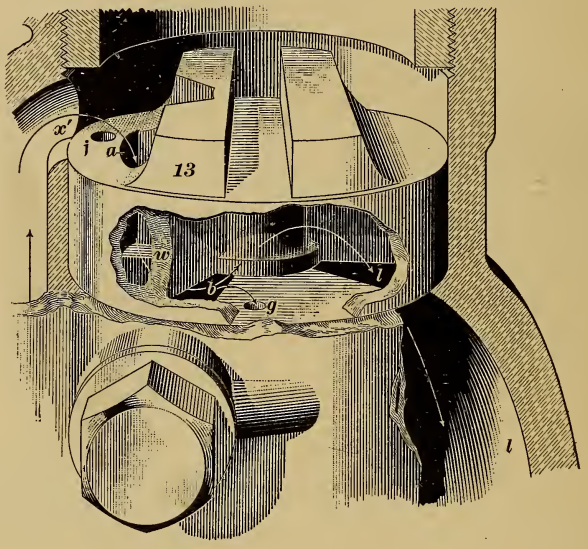
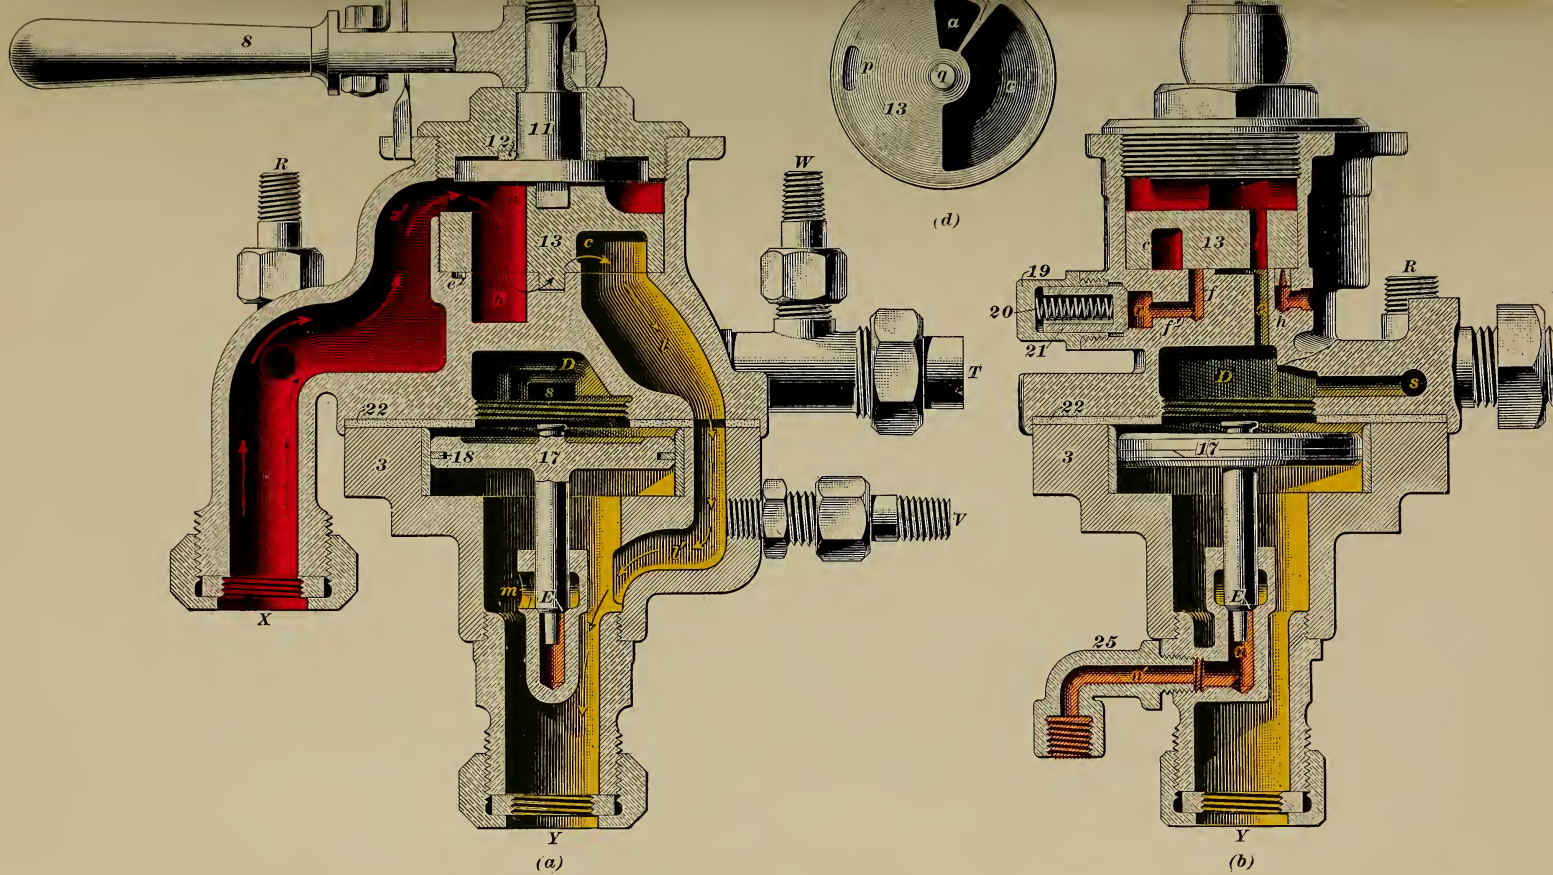

FIG. 15.
FIG. 14.
74. Description.—The **D-8 brake valve** is shown in Fig. 14, views (*a*) and (*b*) being cross-sections, and (*c*) a plan view with the rotary valve and handle removed so as to show the rotary seat. View (*d*) shows the face of the rotary valve and the ports and cavities in it. View (*e*) is a horizontal section
Fig. 14 (*a*) and (*b*) and also Fig. 15 show the **rotary valve** *13* in release position, with cavity *b* of the **rotary seat** connecting port *a* of the rotary with cavity *c*, which latter connects with port *l*.
The supply port *b*, views (*a*) and (*c*), is simply a cavity in the rotary seat, and is only used in full-release position to establish communication between port *a* and cavity *c* of the rotary. Fig. 15 shows the rotary valve in release position, with the cavity *b* establishing communication between port *a* and cavity *c*, the passage of the air from port *a* through cavity *b*, into cavity *c*, and from thence to port *l* and the train pipe being indicated by arrows.
The **equalizing port** *g*, Fig. 14 (*c*), leads into chamber *D*. In *running* and *full-release* positions, this port serves to establish a connection between both sides of the equalizing piston *17*, that is, between chamber *D* (or equalizing-reservoir pressure) and train pipe. Pipe connection is made between *z* on the pump governor, Figs. 3 and 4, and *V* in Fig. 14 (*a*) and (*c*); the pump governor, therefore, is operated by train-pipe pressure when used with this valve.
75. The small **equalizing reservoir** or brake-valve reservoir, sometimes called the little drum, Fig. 1, is generally placed under the cab foot-board. A pipe leads from this small drum to the engineer's valve, where it connects at *T* Fig. 14, and thence through port *s* with chamber *D*. The equalizing reservoir serves to increase the capacity of chamber *D* without enlarging the engineer's valve. Were chamber *D* of small capacity, it would be impossible to make a **gradual** service application of the brakes, for the reason that a gradual reduction of pressure
Release Position.—This position, Fig. 14 (*a*) and (*b*), is used in releasing the brakes, and in charging the equalizing reservoir, train line, and auxiliary reservoirs.
78. Release Position.—To release brakes, the brake-valve handle is placed in full-release position, namely, that shown in Fig. 14 (*a*) and (*b*). This brings the supply port *a* of the rotary valve *13* in such a position over cavity *b* in its seat that the partition *w* between port *a* and cavity *c* of the rotary is directly over the center of cavity *b* in the seat (see Fig. 15). The supply port *a* is thus directly connected with cavity *c* by means of cavity *b*, and air passes from port *a* into cavity *c* as shown by the arrows in Fig. 15, cavity *c* being then in direct connection with port *l*. A direct connection is thus had with the main-reservoir pressure (which is always on top of the rotary valve) by way of the supply port *a* down into cavity *b* of the rotary seat, up into cavity *c* of the rotary, and then down through the direct-application-and-supply port *l* and the passage *l'*, Fig. 14, into the train pipe at *Y*, raising the pressure in the train pipe and charging the auxiliaries through the triples. At the same time that air is passing through cavity *c* into the train pipe, it also passes into chamber *D* through port *g*, which port is exposed to cavity *c*, and in this way the pressures are kept equal both above and below the equalizing piston *17*.
or face, of the rotary *13*, showing the ports and cavities in it. View (*e*) represents a section of the valve taken through the passage *f' f''*, to show the passages to and from the feed-valve attachment. Comparing Fig. 16 (*d*) with the plan of the D-8 rotary valve shown in Fig. 14 (*d*), it will be seen that cavity *c* is in about the same position in each case, but that the two differ slightly in form.
The equalizing reservoir is connected at *T*, the black gauge hand at *W*, and the red one at *R*. The pipe connections to the train line and the main reservoir are the same in this as in the D-8 valve. The various operating positions of the brake valve handle (*release*, *running*, *lap*, *service*, and *emergency*) are also the same as for the D-8 valve, as shown in Fig. 14 (*c*).